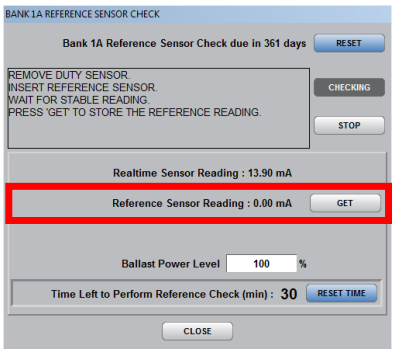

Figure 4 Reference Sensor - GET Screen
6. Once the Reference Sensor Reading has stabilized, press the GET button for the Reference Sensor Reading (Figure 4).